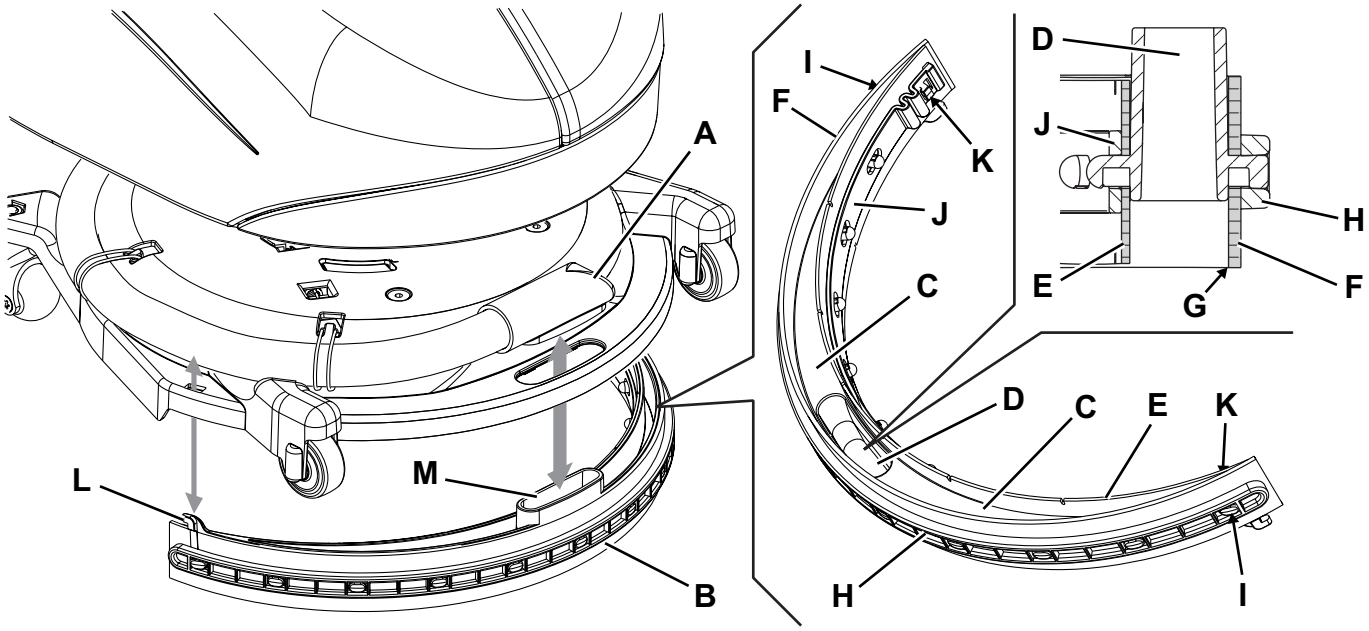

Figure 6
2. Check that the function selection knob (31) is turned to “0” and disconnect the battery connector (7).
3. Fully turn the brush/pad-holder deck (12) counter-clockwise.
4. Disconnect the vacuum hose (A, Fig. 6) from the squeegee.
5. Disengage the squeegee (B) from the deck.
6. Wash and clean the squeegee. In particular, clean the compartments (C) and the vacuum hole (D).
7. Check the front blade (E) and the rear blade (F) for integrity, cuts and tears; if necessary replace them (see the procedure in the following paragraph).
2. Check the front blade (E, Fig. 6) and the rear blade (F) for integrity, cuts and tears; if necessary replace them. Check that the front corner (G) of the rear blade is not worn; otherwise, overturn the blade to replace the worn corner with an integral one. If the other corners are worn too, replace the blade as shown:
- Remove the fastening strap (H) by disengaging it from the fasteners (I).
- Replace (or overturn) the rear blade (F), then reinstall the fastening strap.
- Remove the fastening strap (J) by disengaging it from the fasteners (K).
- Replace (or overturn) the front blade (E), then reinstall the fastening strap.
3. Install the squeegee (B) by carefully inserting the hooks (L) and the vacuum hole (M) in the brush deck housings.
4. Connect the vacuum hose (A) to the squeegee.